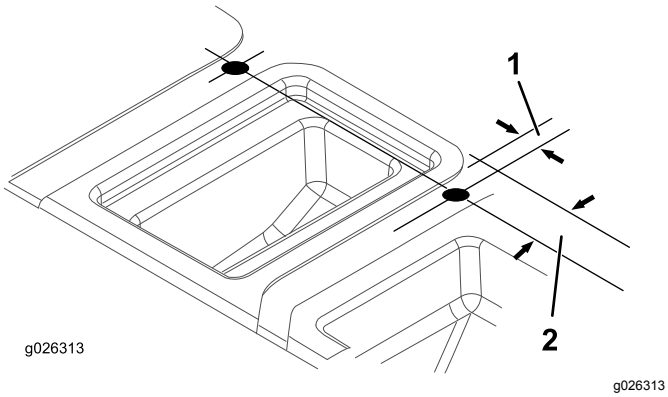

Figur 10
7. Använd måtten som visas i Figur 10 och lokalisera, markera och borra två hål överst på säteshöljet.